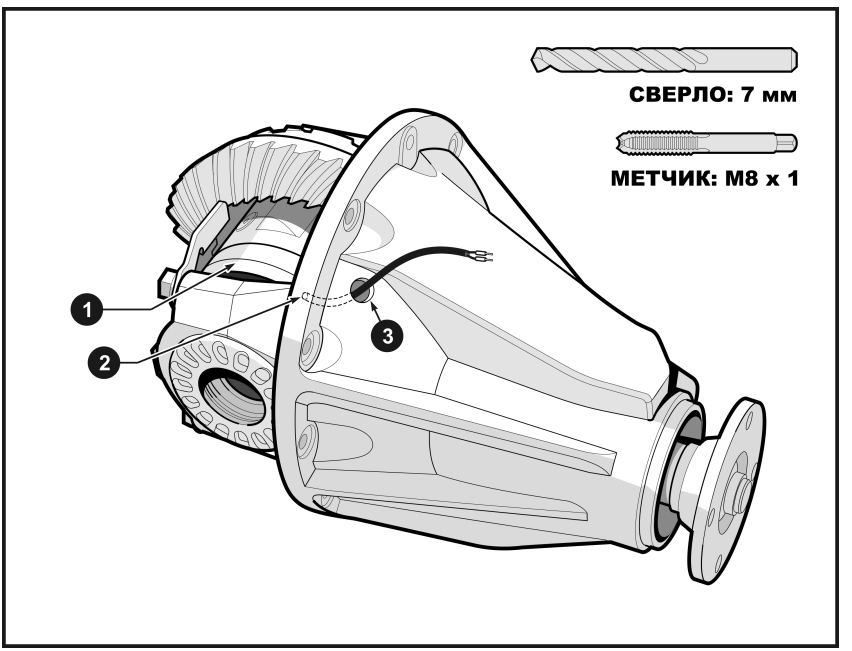

Рис. 24 : (1) - магнит; (2) - положение выхода кабеля из магнита; (3) - отверстие в корпусе
*Для установки блокировки необходимо просверлить отверстие в корпусе редуктора и вывести через него кабель. На **Рис. 24** показано рекомендуемое расположение отверстия. Ориентируясь на иллюстрацию, определите место расположения будущего отверстия.*